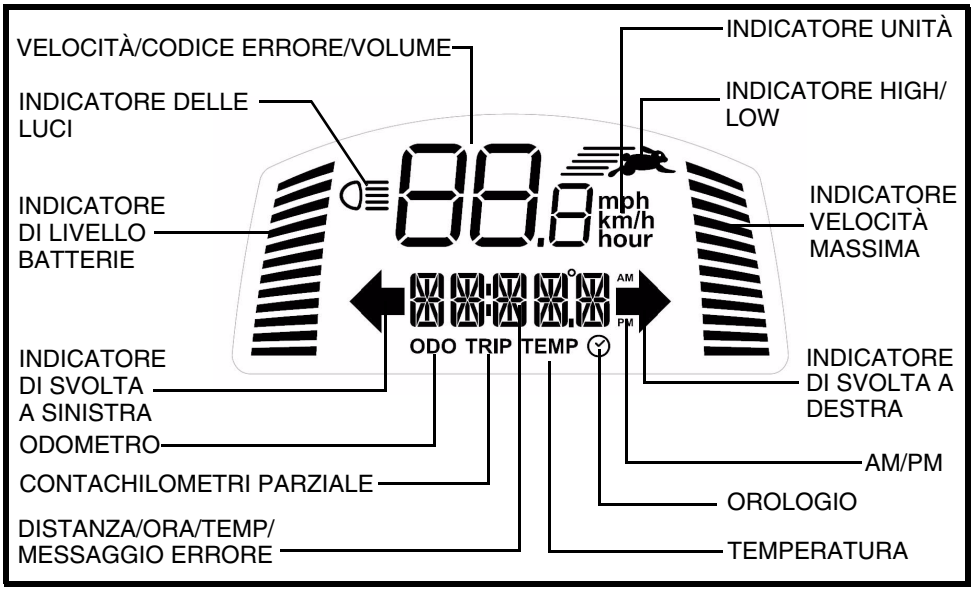

Figura 2. Schermo LCD
- Premere una volta il pulsante **High-Low** per impostare la velocità sulla regolazione alta. L'indicatore High-Low viene visualizzato sullo schermo LCD. **Consultare la figura 2**. L'uso di questa impostazione insieme ai pulsanti di regolazione della velocità consente allo scooter di raggiungere la velocità massima pre-programmata.
Questi pulsanti di regolazione consentono di pre-selezionare e limitare la velocità dello scooter. Questa è indicata nell'apposito indicatore di velocità massima sullo schermo LCD. **Vedere figura 2.**
NOTA: maggiore è il numero delle barre illuminate all'interno dell'indicatore di velocità massima, maggiore sarà la velocità massima pre-selezionata. Vedere figura 2.
Il pannello di controllo LCD offre comode informazioni intuitive tramite lo schermo LCD. **Vedere figura 2.** Lo schermo LCD si sua anche durante l'avvio (attivazione) delle diverse impostazioni del pannello di controllo.
L'indicatore di velocità massima visualizza la velocità massima selezionata con gli appositi pulsanti di regolazione. Maggiore è il numero di barre illuminate, maggiore è la velocità. La massima velocità dello scooter sarà determinata dall'impostazione **HIGH-LOW**, che limita la velocità massima a metà se è impostata su **LOW**. L'effettiva velocità di corsa sarà visualizzata nell'apposito display sullo schermo LCD. **Vedere figura 2**.